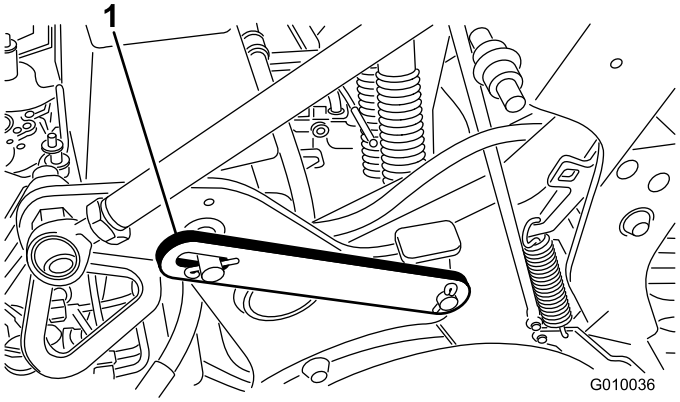

Figur 20
2. Fjern klemmeringen, der fastholder servicelåsen i opbevaringspositionen (Figur 20).